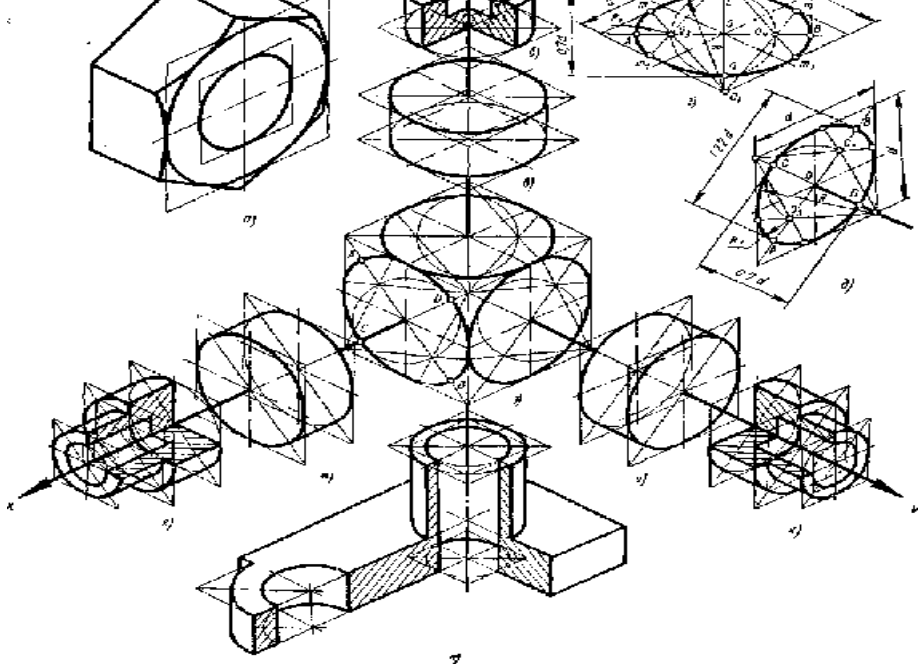

Рис.5.3
Окружности, расположенные в плоскостях, параллельных плоскостям проекций H, V, W, изображаются в аксонометрических проекциях в виде эллипсов. Во всех случаях изображения окружностей в виде эллипса малая ось эллипса должна быть перпендикулярна большой оси. Если окружность расположена в плоскости, параллельной плоскости H, то эллипс должен иметь: большую ось AB — горизонтальную, малую ось CD — вертикальную (рис. 5.3, з, г). Если окружность расположена в плоскости, параллельной плоскости V (рис, 5.3, з, д), то большая ось эллипса должна быть проведена под углом 90° к оси YO. Если окружность расположена в плоскости, параллельной плоскости W (рис. 5.3, з), то большая ось эллипса располагается под углом 90° к оси XO. Если считать, что окружности вписаны в квадраты, а изометрические проекции квадратов являются ромбами, то большие оси всех указанных трех эллипсов будут направлены по большим диагоналям этих ромбов (рис. 5.3,з). При построении изометрической проекции предмета без сокращения по осям X, Y, Z длина большой оси эллипса берется равной 1,22 диаметра изображаемой окружности (рис. 5.3, г, д). Длина малой оси эллипса равна 0,7 этого диаметра (рис. 5.3, г и д).
Построение овала по большой и малой его осям производят таким образом (рис. 5.3, г): 1)проводят две оси — горизонтальную и вертикальную и две изометрические оси OX и OY; 2)из точки O по осям OX и OY откладывают отрезки, равные радиусу данной окружности; 3)через концы этих отрезков проводят прямые, параллельные осям OX и OY, до взаимного пересечения; 4)из центров O_1 и O_2 радиусами, равными R, проводят дуги окружностей овала, проходящие касательно сторонам ромба; 5)из точки O радиусом OC, равным половине длины малой оси овала, проводят дугу окружности. В точке пересечения этой дуги с большой осью овала получают центры O_3 и O_4 дуг малого радиуса $R_{1овала}$; 6)соединяют прямыми точки O_3 и O_4 с точками O_1 и O_2; получают точки сопряжений дуг овала — точки m и m_1; 7)из центров O_3 и O_4 проводят дуги радиусами R_1
, равными расстоянию O_3m.Упрощенный метод построения овалов в изометрии представлен на рис. 5.3, а, б, в.1.Проводят вертикальную и горизонтальную оси. Точки их пересечения O.2.Из этой точки O проводят две вспомогательные концентричные окружности радиусами, равными половине длины большой и малой осей.3.Точки O_1 соединяют прямыми с точками n.
5. Эти дуги сопрягают дугами радиусов r, равных O1m, проведенных из центра O1. Рис.5.3, в, ж, и иллюстрирует построение овалов у цилиндров и заготовки- шестигранной гайки (рис.5.3, а). На рис. 5.3, б, е, к показано построение овалов у полой детали — стакана и выполнены разрезы стакана со штриховкой. Внизу показана полая деталь — корпус (рис. 5.3, л) с разрезом, выполненным по осям отверстий. При построениях части эллипса или овала, при вычерчивании в аксонометрических проекциях моделей или деталей необходимо предварительно выполнить построение целого эллипса (овала), как показано на рис. 5.3